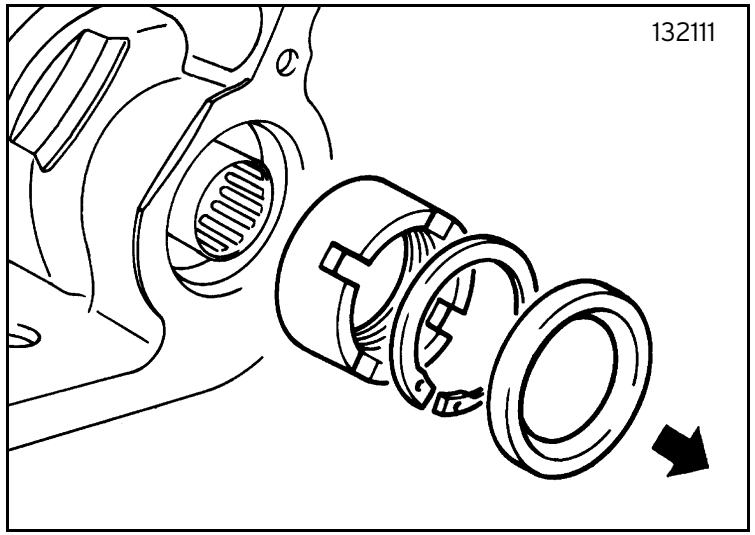

Fig. 11
- loosen the securing screws of the two forks, then manually engage two gears through the relevant control forks to prevent the shafts from rotating; remove the oil seal ring, the circlip and unscrew the locking ring nut of the rear driving shaft bearing (figure 11) using tool 962495038;